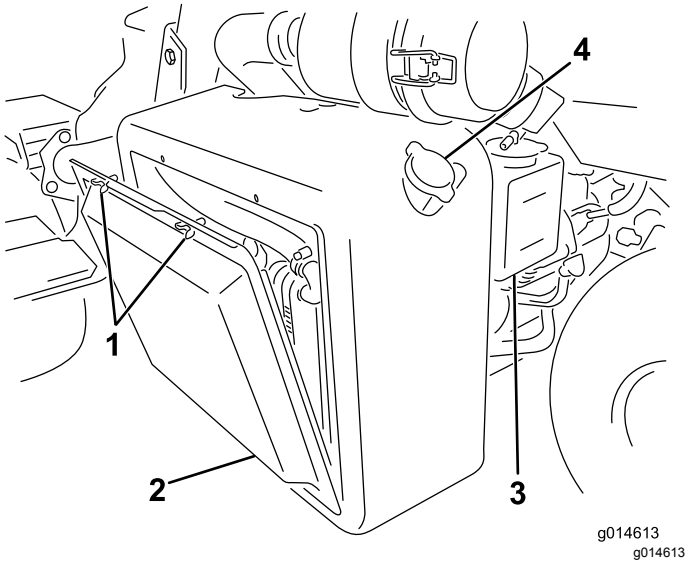
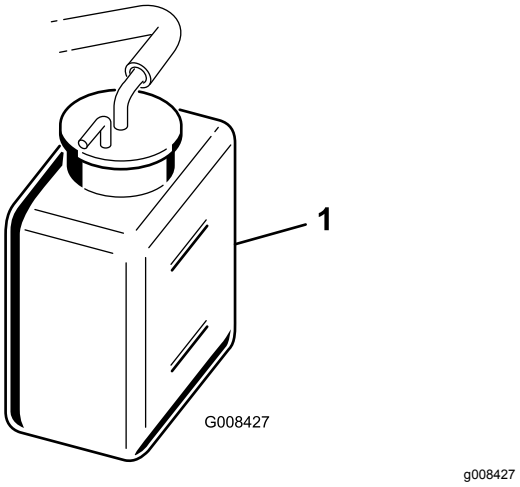

Rysunek 41
Rysunek 42
1. Zdejmij osłonę chłodnicy (Rysunek 41).
2. Sprawdź poziom płynu chłodzącego (Rysunek 41 oraz Rysunek 42).